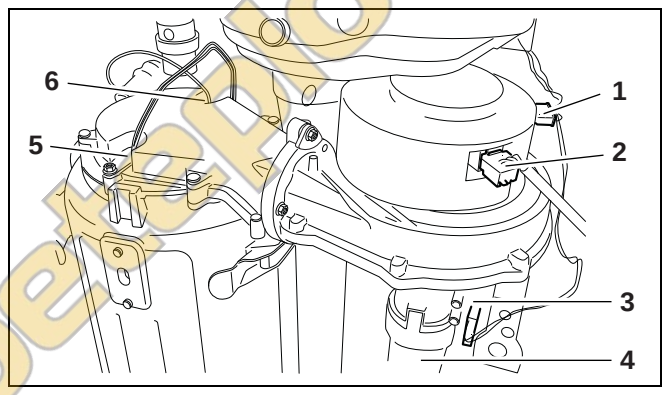

Рис. 45 Отсоединение штекера от вентилятора и газовой арматуры
- Отсоедините штекеры (→ рис. 45, [1], [2], [3]) от газовоздушного блока.
- Демонтируйте трубу всасывания воздуха с газовоздушного блока (→ рис. 45, [4]).
- Отсоедините штекеры от ионизационного электрода (→ рис. 45, [6]) и от электрода розжига (→ рис. 45, [5]).